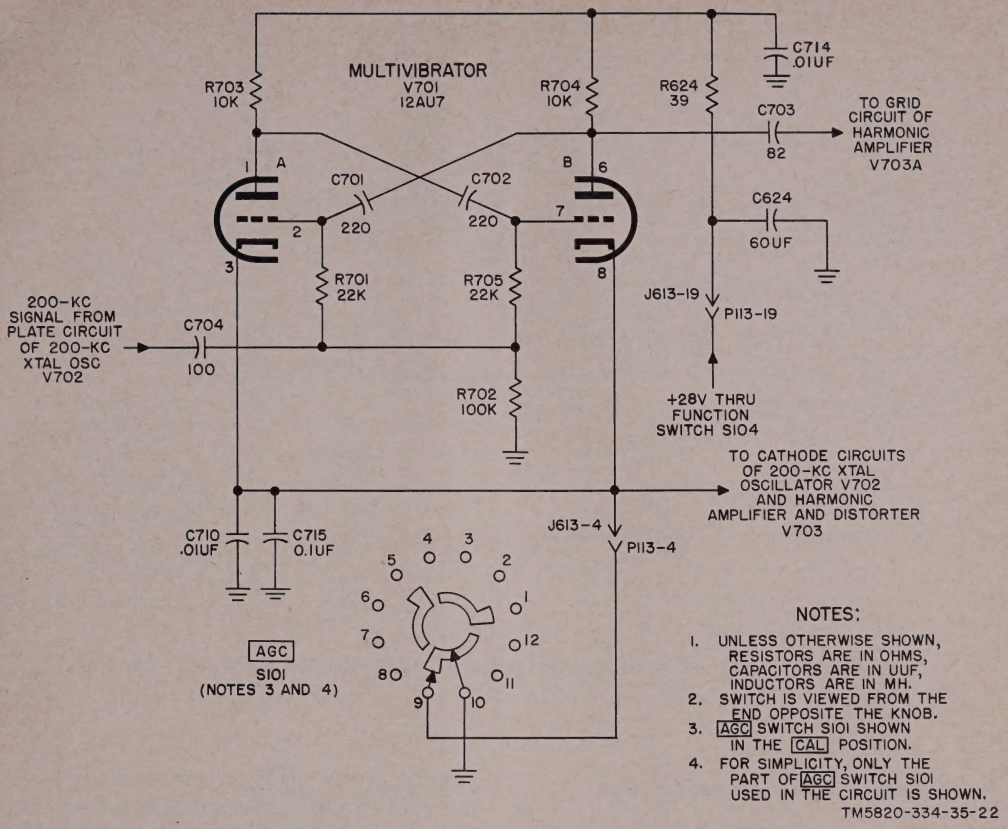

Figure 23. Multivibrator V701, simplified schematic diagram.
30. Multivibrator V701 (fig. 23)